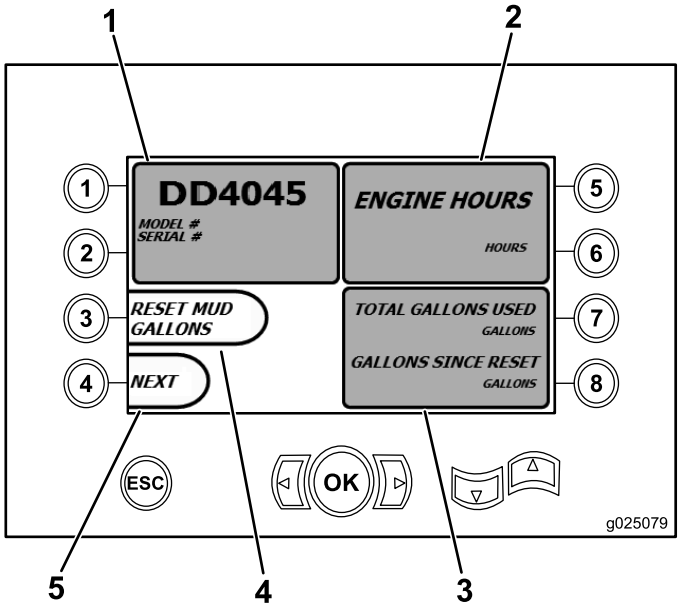

Figure 14
- Le modèle et le numéro de série de la machine (Figure 14).
- Le nombre d'heures de fonctionnement du moteur (Figure 14).
- Le nombre de gallons de fluide de forage utilisés et le nombre réinitialisable de gallons de fluide de forage utilisés (Figure 14).
Remarque: Appuyez sur le bouton 3 pour réinitialiser le nombre de gallons de fluide de forage utilisés depuis la dernière réinitialisation (Figure 14).